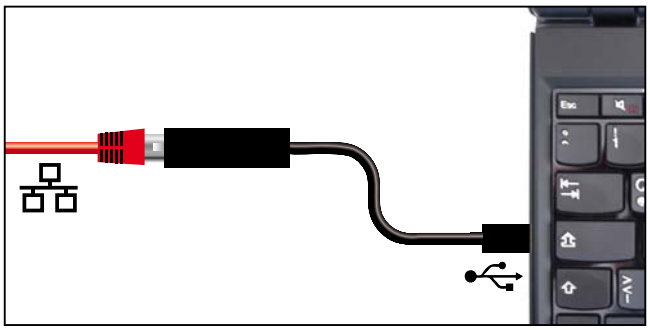

*Bild 8 Konverter Ethernet–USB*
- Konverter Ethernet–USB (Bild 8). Det är därmed möjligt att ansluta enhetens Ethernet-anslutning (se sidan 12) med USB-anslutningen på en PC/laptop.